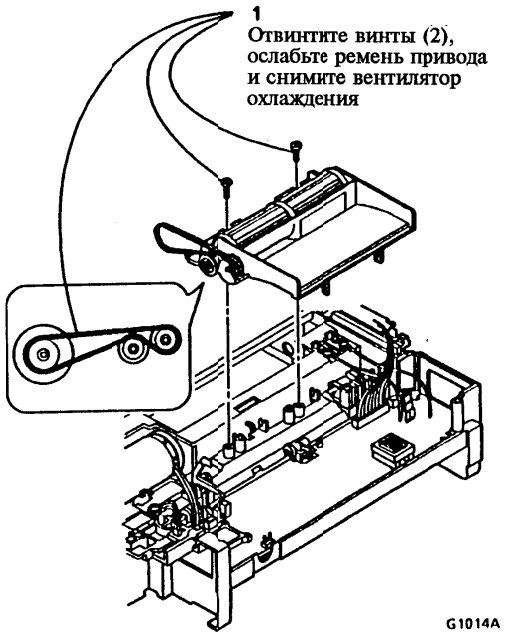

Рисунок 1. Снятие вентилятора охлаждения
2. (Рисунок 1): Снимите вентилятор охлаждения